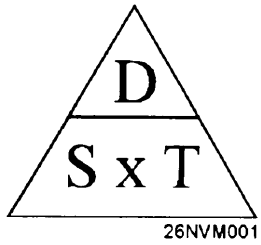

Figure 8-1. T, S, and D triangle.
Simply place the letters in a triangle, as shown in figure 8-1. For distance (D), place your finger over the D and you have S x T. For speed (S), cover the S and you have D ÷ T. For time (T), cover the T and you have